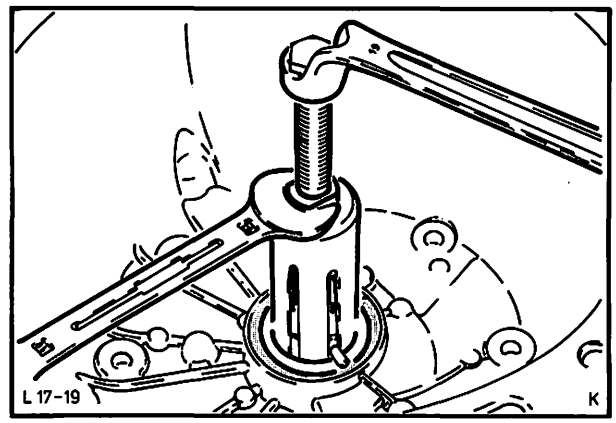

Abb. 44 Radialdichtring – Ölpumpe mit Werkzeug 17-011 ausbauen
7. Radialdichtring – Ölpumpe mit Werkzeug 17-011 ausbauen, dabei Werkzeug mit einem Maulschlüssel festhalten. Abb. 44.